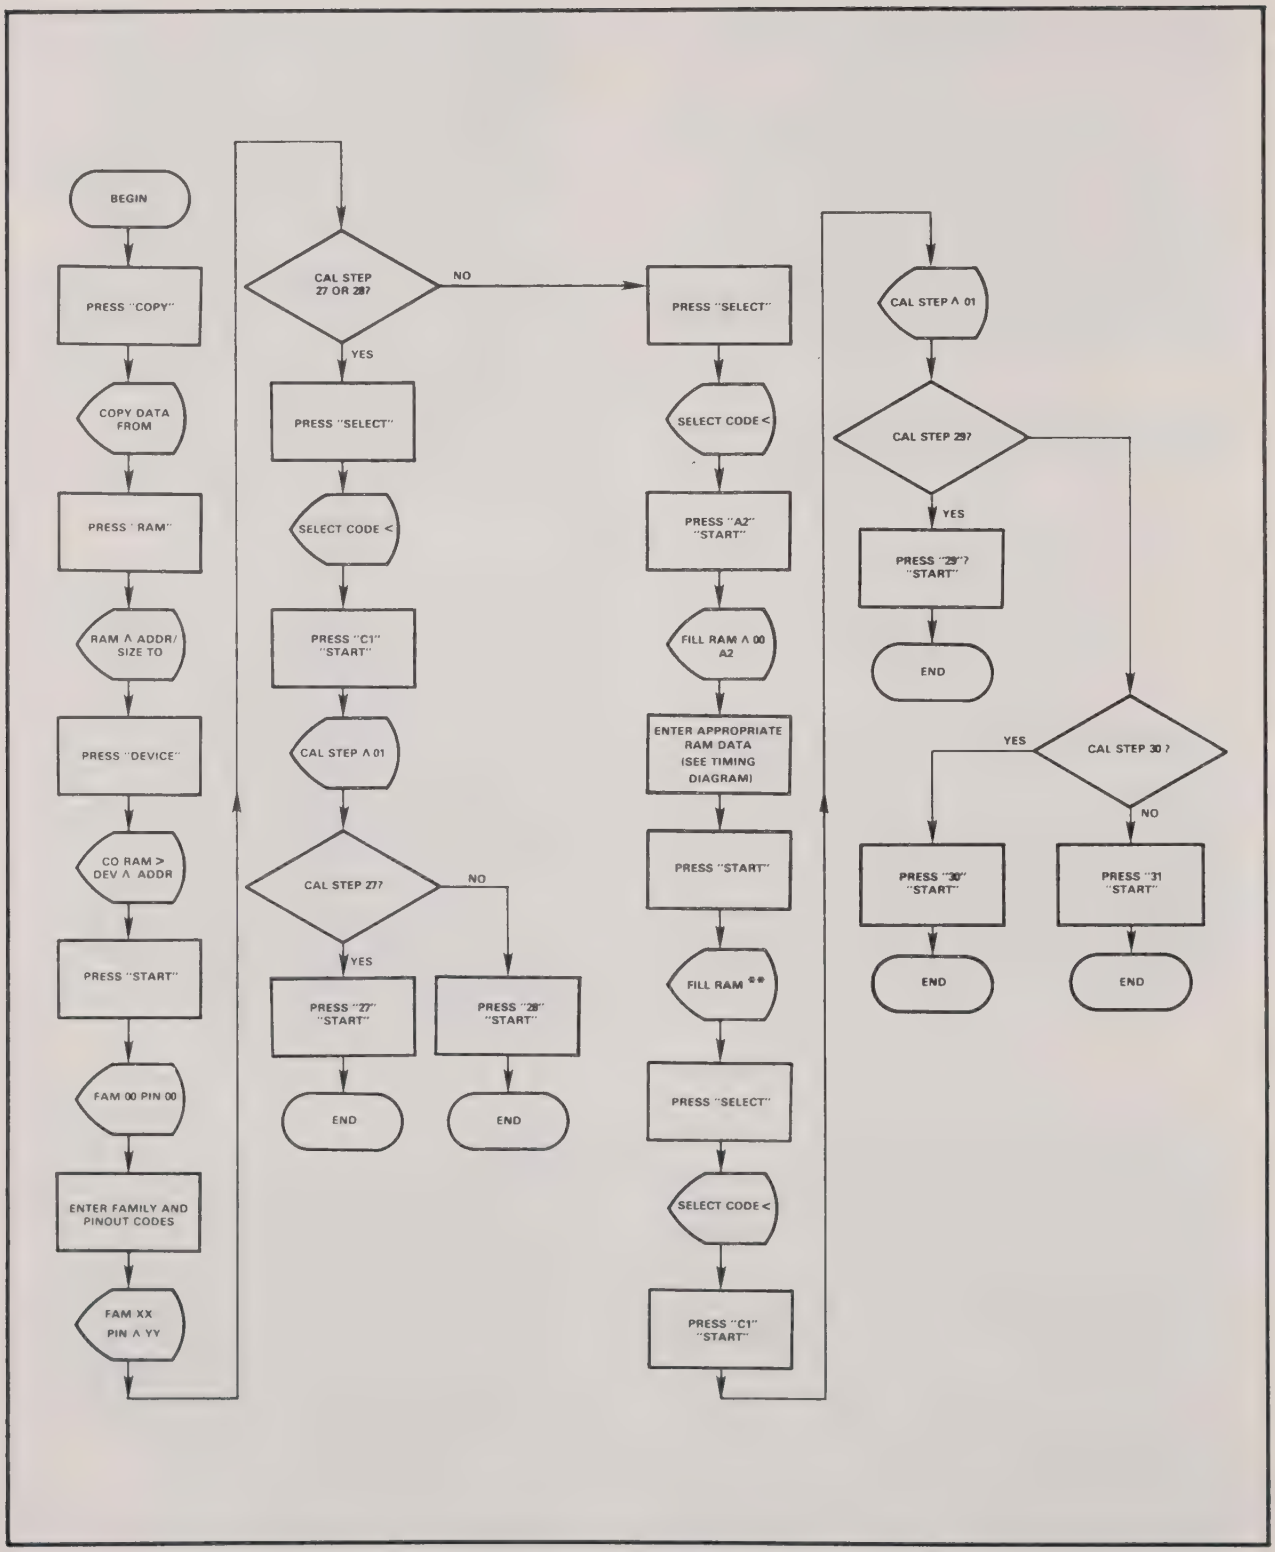

Figure 4-8. Accessing Calibration Steps 27, 28, 29, 30, 31 (29A Universal Programmer)
- Put the programmer back into the calibration mode; see figures 4-8, 4-9 and 4-10 for the key sequence.
6. Erase waveforms for EEPROMs are observable at step 28 of the measurement chart by following the key sequences listed in figure 4-8, 4-9 or 4-10 depending on your programmer.